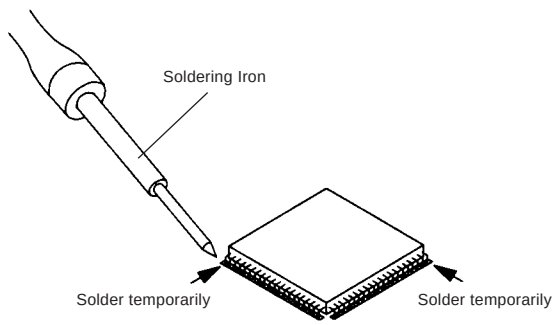

Fig. 3-5
1. Take care of the polarity of new IC and then install the new IC fitting on the printed circuit pattern. Then solder each lead on the diagonal positions of IC temporarily. **(Refer to Fig. 3-5.)**